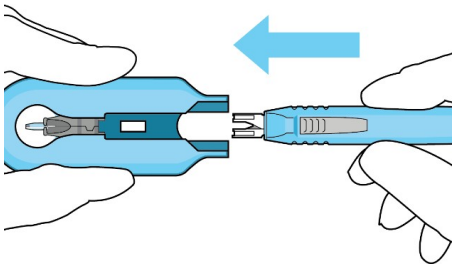

Figure 25
- Slide the insertion tool handle into the guide channel of the carrier, ensuring that both components are facing upwards (Figure 25).